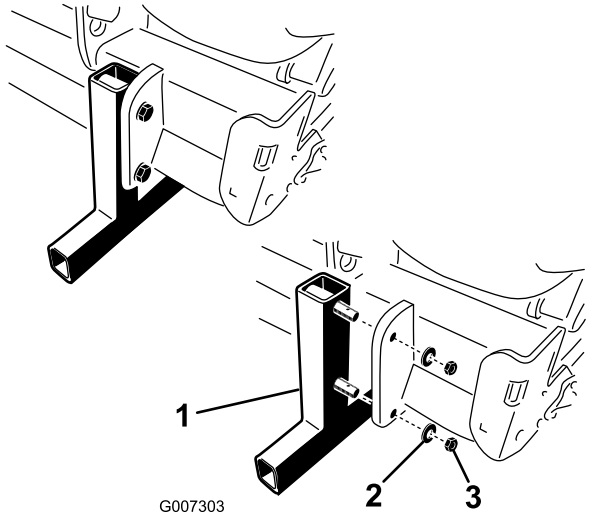

Figur 16
2. Fjern mutrene og låseskivene som fester lagringspilarene til luftemaskinen (Figur 16).
4. Sett ringstiftene (inkludert i løse deler)inn i støttepinnene for lagring (Figur 16).